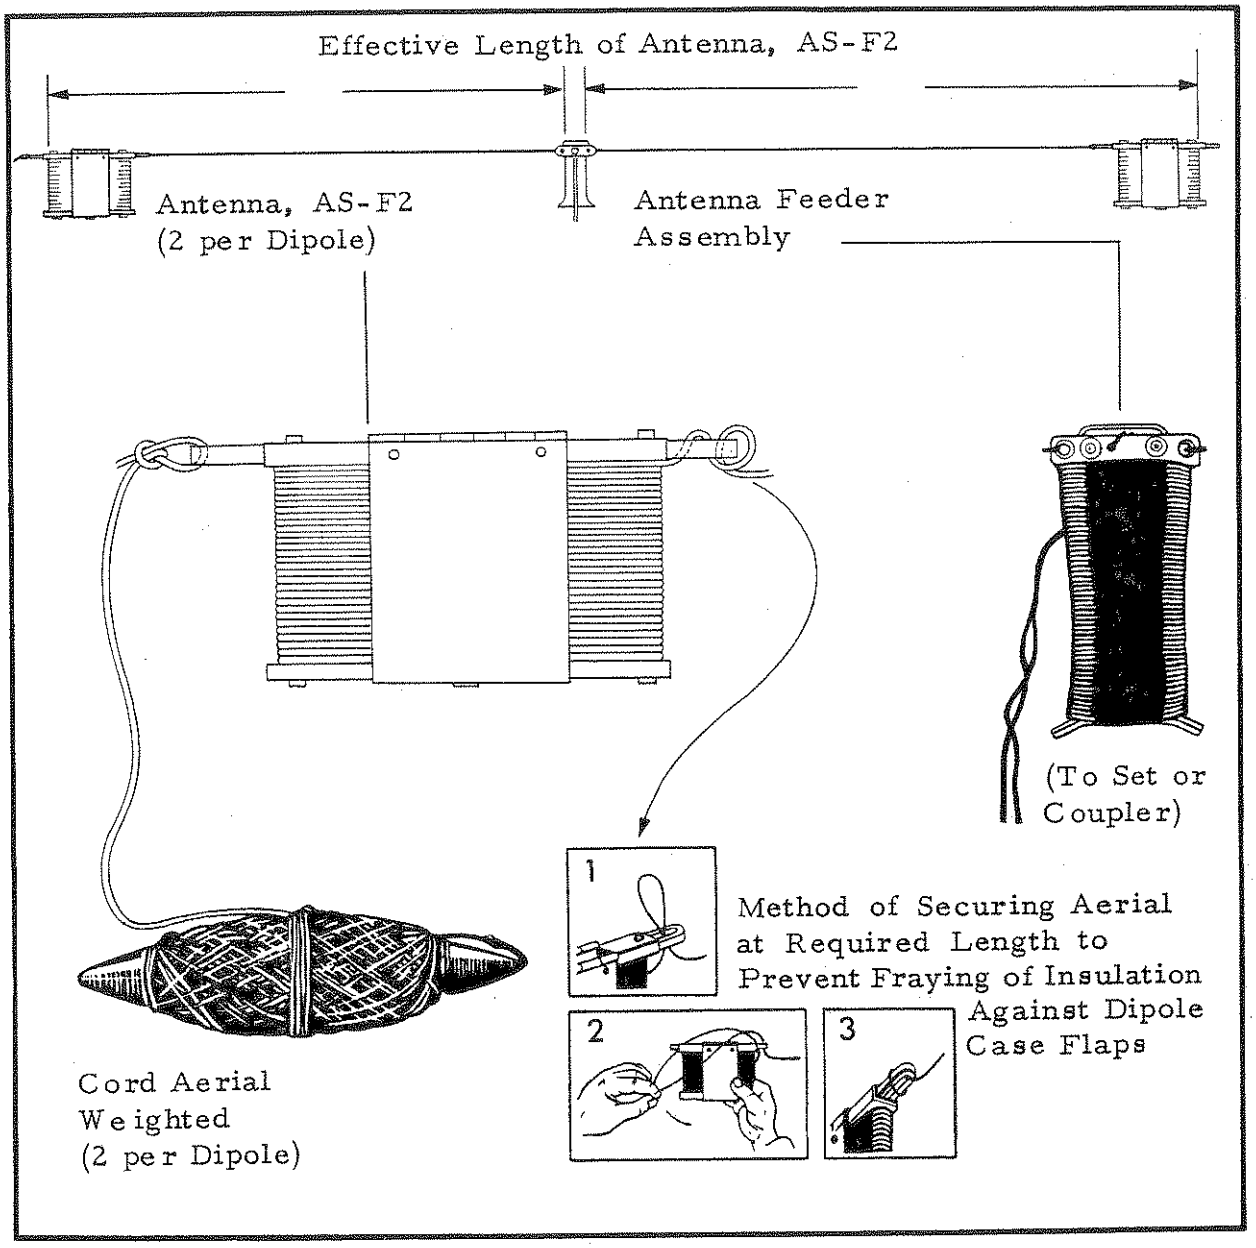

FIG 52
c. Close the flaps of the cases and secure the wires by passing a loop of wire through the insulator, over the case and back around the insulator (see Fig 52).